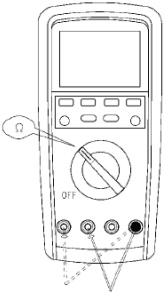

Рис. 4 Проверка предохранителя
7.3 Проверка предохранителей (см. рис. 4)